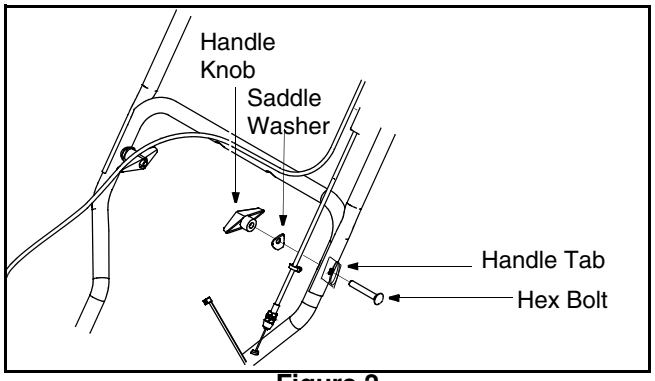

Figure 2
2. Loosen the handle knob, saddle washer and handle tab on each side of the handle.See Figure 2.
4. Tighten the handle knobs on each side of the handle. Refer to Figure 2 .